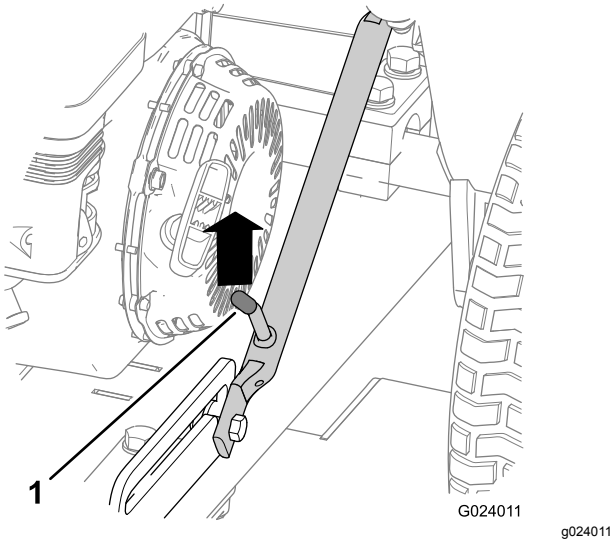
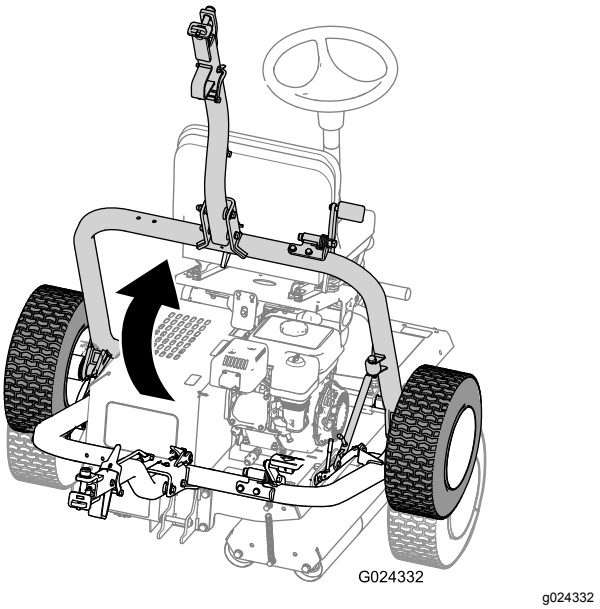

Figur 25
Figur 29
A. Tryck dragkroksenheten uppåt tills låsspaken har låsts upp från reglagets spärrläge (Figur 25).
D. Lyft upp dragkroken (Figur 29) tills låsspaken låses fast i reglagets spärrläge (Figur 25).